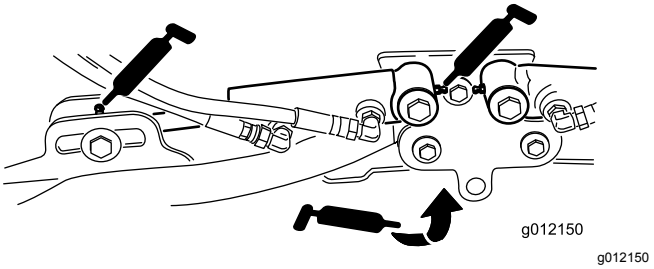

Figur 44
- Klippeenhedens løftearmscylindere (2 hver) (Figur 44)
- Løftearmenes drejetapper (1 hver) (Figur 44)